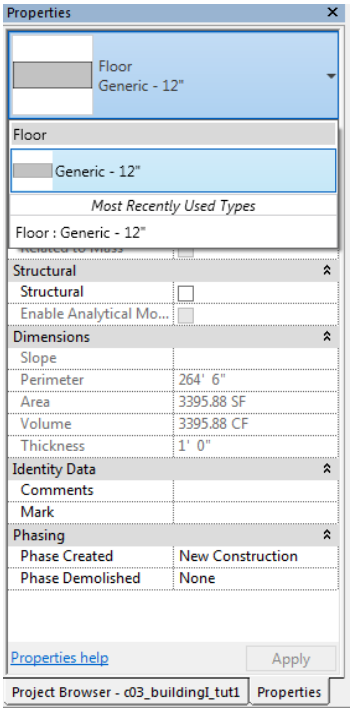

Figure 3-89 *Selecting the* ***Generic 12"*** *floor type*
10. By default, **Floor : Generic 12"** option for Imperial (**Floor : Generic 300mm** for Metric) from the **Type Selector** drop-down list in the **Properties** palette is selected, as shown in Figure 3-89.